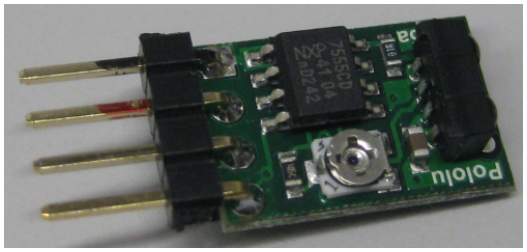

Figure 28: Pololu 38 kHz IR Proximity Sensor, Front Side
- Pololu 38 kHz IR Proximity Sensors High Brightness (Pololu #2460[2]) and Low Brightness Sensor (Pololu #2461[3]) (Figure 28 and 29)